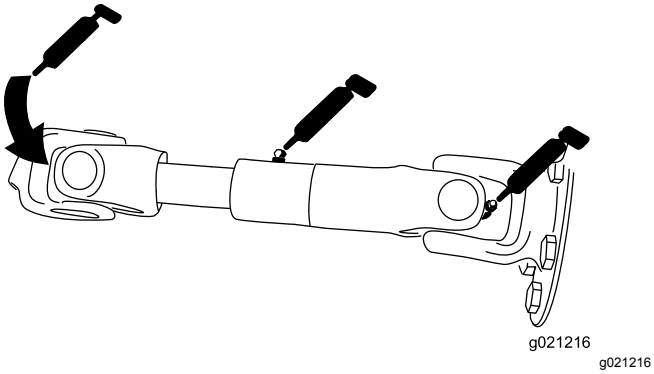

**Figur 75**
- Pumpens drivaksel (3) (Figur 75)